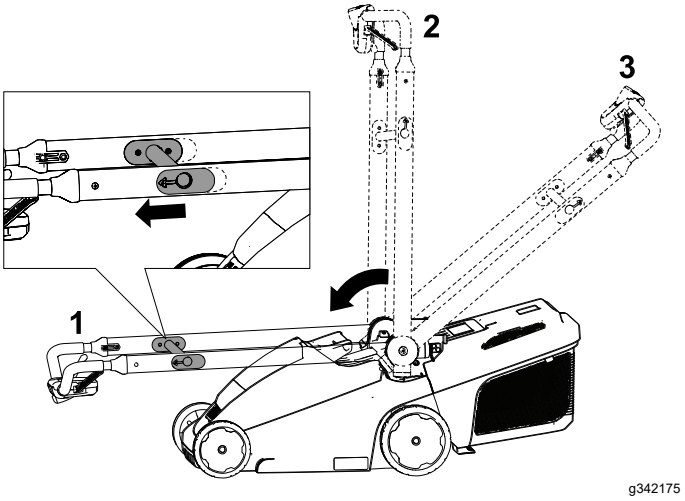

Figur 21
2. Dra handtagets frigöringsstång mot det övre handtaget för att lossa handtagets lås (Figur 21).
3. Fäll handtaget halvvägs framåt till det upprätta läget eller helt framåt till det lodräta förvaringsläget enligt Figur 21.